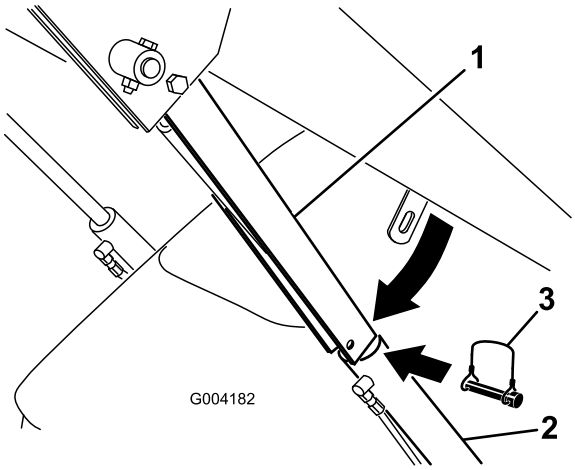

Figur 19
4. Ta bort hjulsprinten som håller fast cylinderlåset på lastarmen (Figur 19).
5. Sänk ner cylinderlåset över cylinderstaven och säkra den med hjulsprinten (Figur 19).